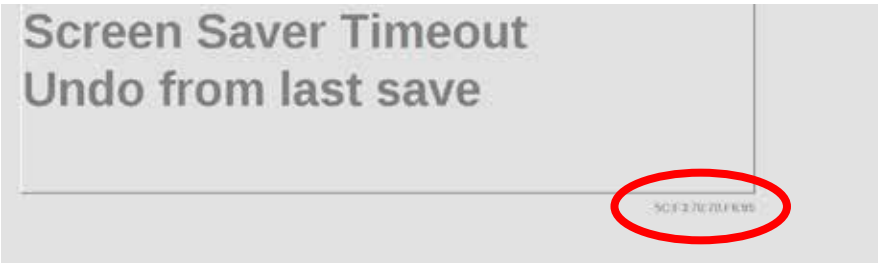

Figure IS-23 Adresse Bluetooth
8. Appuyer sur le bouton Menu de la télécommande du système ClearChart et afficher l'adresse Bluetooth dans le coin en bas à droite du ClearChart. Se reporter à la Figure IS-23.